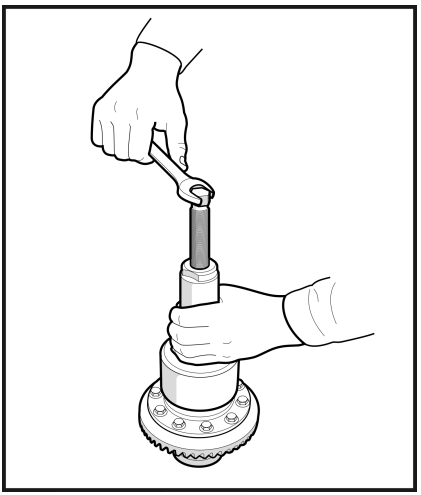

Рис. 6
1.11 Снимите внутренние обоймы подшипников и регулировочные шайбы с корпуса штатного дифференциала. (**Рис. 6**)